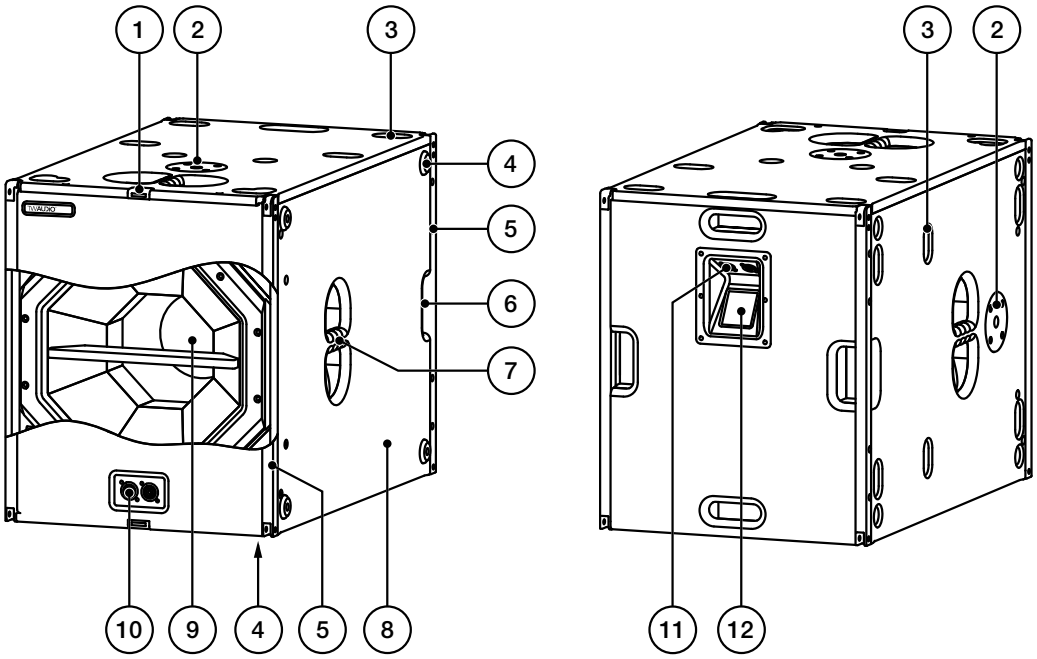

Figure 2.1 - Overview
Make sure that the maximum load of 50 kg / 110 lbs for the M20 pole mount flange is not exceeded! Figure 2.1 – Item 2.
The M20 pole mount flange (figure 2.1- item 2) is not designed for side forces once mounted – do not apply any pressure from the sides.
Please note that only centered loads are allowed to be placed on the M20 pole mount flange – Figure 2.1 – Item 2.
Please note that the VERA S18 loudspeakers must be mechanically correctly connected with each other. This may only be done via the front and rear rigging tracks (see figure 2.1 - pos.5) and additional box link set BLS!